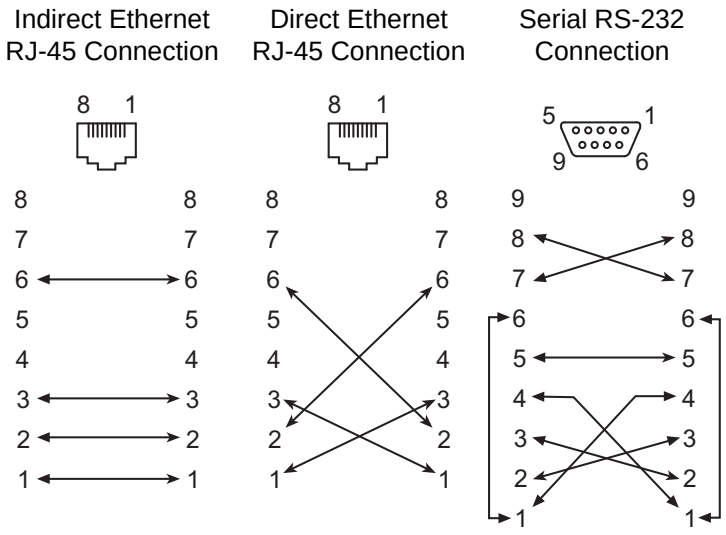

Figure 13 Management station and workstation cable connections
- **b.** Use a 10/100 Base-T straight cable to connect the switch Ethernet port to the LAN that connects your management station that will run SAN Connection Manager (see Indirect Ethernet in Figure 13).
- Indirect Ethernet connection from the workstation to the switch RJ-45 Ethernet connector through an Ethernet switch or a hub. This requires a 10/100 Base-T straight cable (Figure 13).
- Direct Ethernet connection from the workstation to the switch RJ-45 Ethernet connector. This requires a 10/100 Base-T cross-over cable (Figure 13).
- Serial port connection from the workstation to the switch RS-232 serial port connector. This requires a null modem F/F DB9 cable (Figure 13). This connection supports the CLI only.